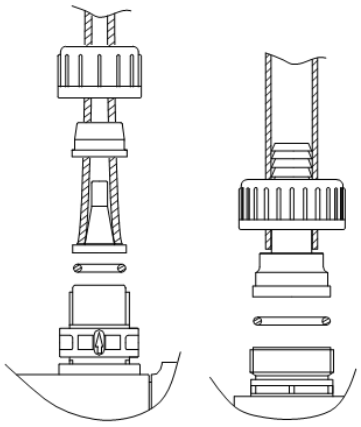

Рис. 12.
- Прикрутите к клапану с помощью накидной гайки (рис. 12).